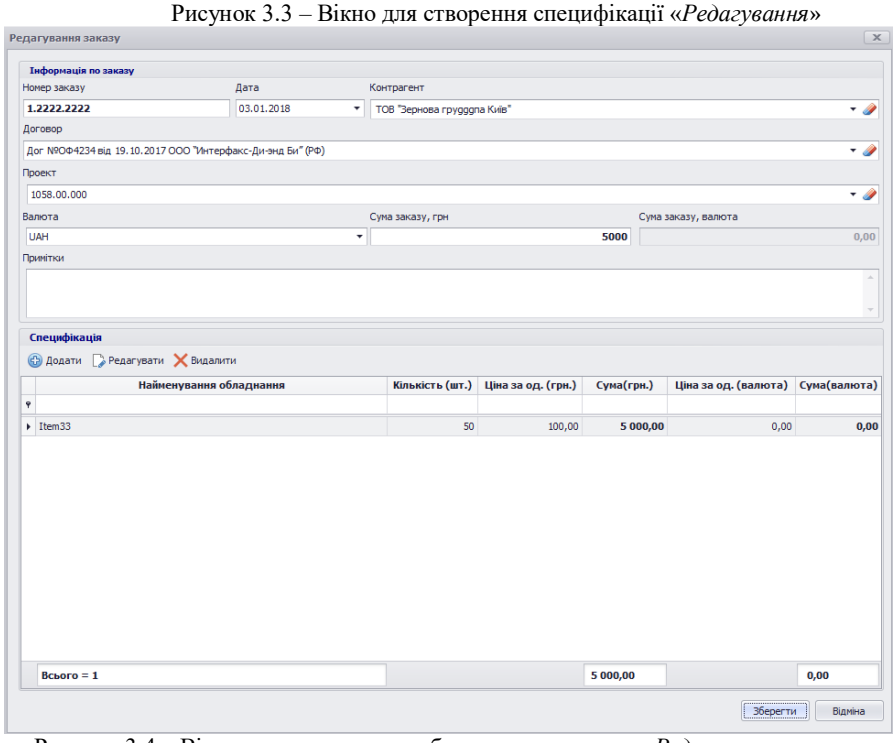

Рисунок 3.4 – Вікно для редагування обраного замовлення «*Редагування заказу*»
- редагувати обране замовлення (рис. 3.4);